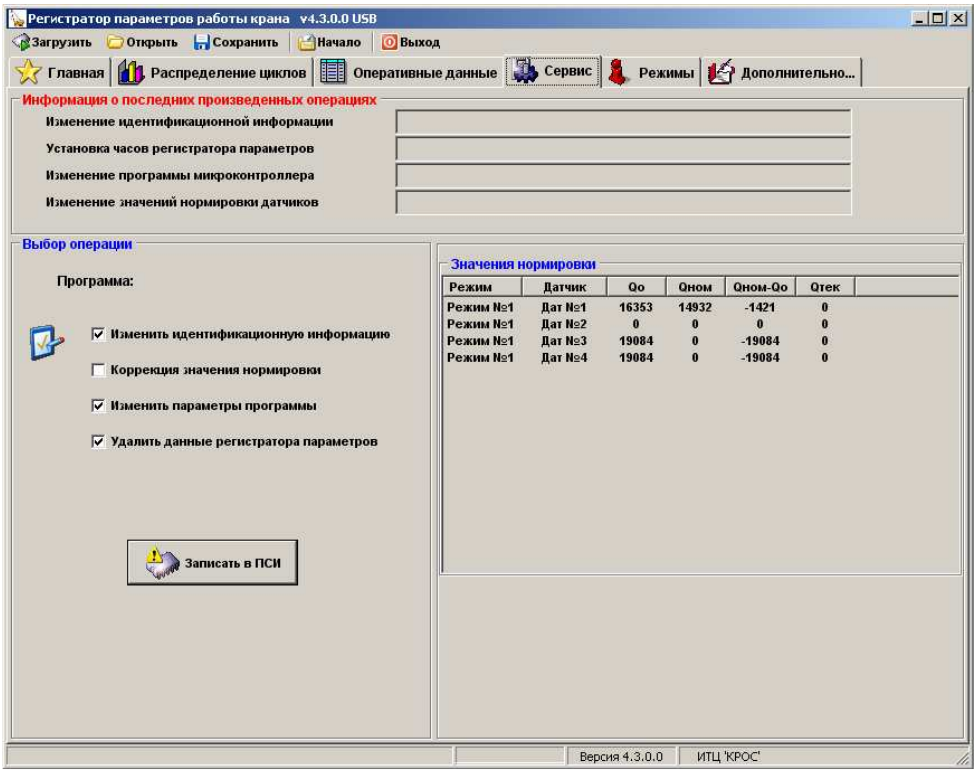

Рис. 1
2.2. Выбрать страницу «Сервис» (рис.1).